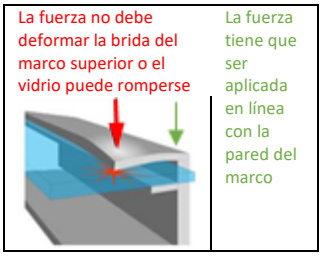

Figura 1a: Ubicaciones de la fuerza dela abrazadera
2) **Mordazas de presión o clips:** Monte el módulo con los clips opuestos en el lado largo y/o corto del marco del módulo. La ubicación permitida de los clips debe estar de acuerdo con la Apéndice. Los instaladores deben asegurarse de que los clips tengan la suficiente resistencia para permitir lograr la presión proyectada máxima del módulo. TCL no suministra las sujeciones ni las mordazas. Las mordazas deben aplicar fuerza colineal con la "pared" del marco del módulo y no solo a la brida superior. Las mordazas o los procedimientos de instalación que ejercen una fuerza excesiva sobre la brida superior deformarán el marco, anularán la garantía del módulo y provocarán la rotura del vidrio. La figura 1a ilustra ubicaciones para la fuerza de sujeción del marco superior. Evite la sujeción dentro de los 50 mm de las esquinas del módulo para reducir el riesgo de desviación de la esquina del marco y rotura del vidrio. Cuando se sujeta al marco del módulo, el par de torsión nunca debe exceder los 15 N.m para reducir las posibilidades de deformación del marco. Se debe utilizar una llave de torsión calibrada. Debe evaluarse la compatibilidad de los sistemas de montaje antes de la instalación, especialmente cuando el sistema no utiliza mordazas o clips. Póngase en contacto con TCL para obtener la aprobación del uso de abrazaderas o clips de presión no estándar en los que los valores de par sean superiores a los indicados de otro modo.